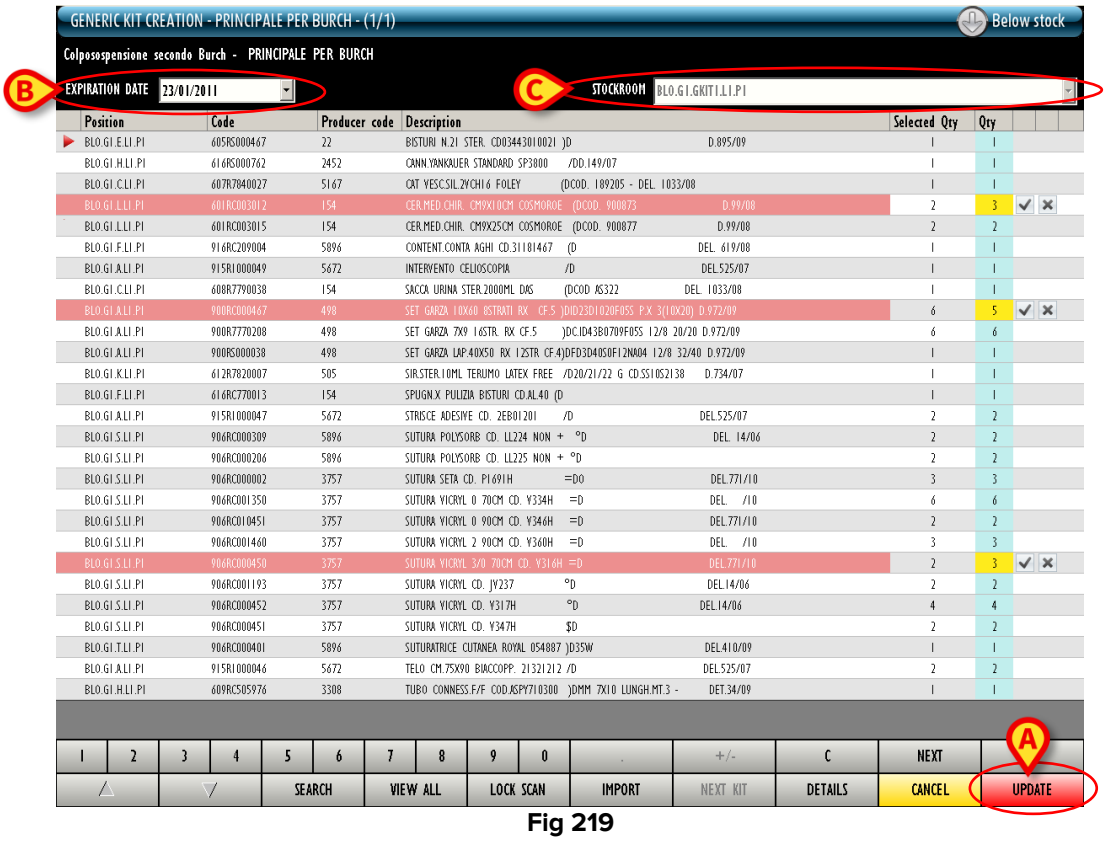

Fig 219
- Specify the kit's expiration date in the field indicated in Fig 219 **B**.
- Specify the stockroom in which the kit will be located (use the field indicated in Fig 219 **C**). The stockroom specification is enabled only if several options are available.
- Click the **Update** button on the command bar (Fig 219 **A**).